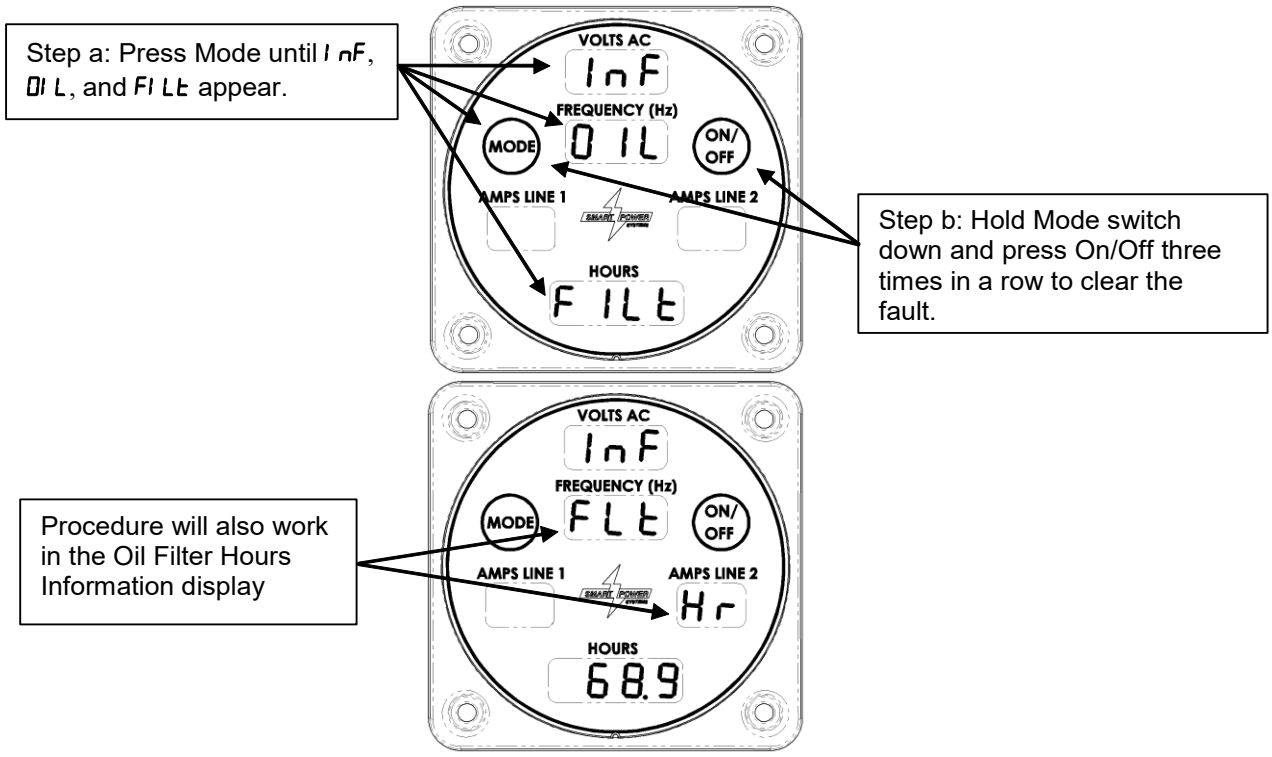

Figure 30 - Filter Service Reset
a. Press the Mode button repeatedly until one of the screens shown in Figure 30 appears.